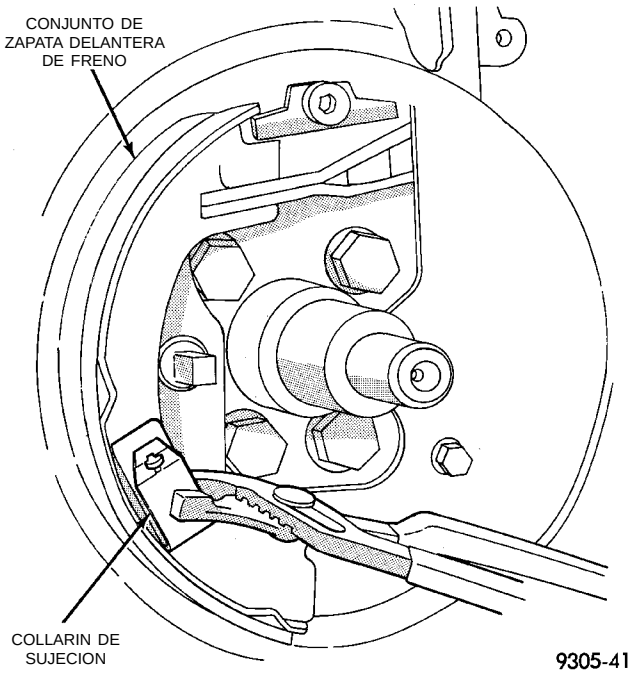

Fig. 162 Collarín de sujeción y zapata de freno delanteros
(11) Retire el collarín de sujeción de la zapata delantera de freno (Fig. 162). Luego retire el conjunto de la zapata delantera de freno.
(1) Instale la zapata delantera de freno y el collarín de sujeción (Fig. 162).